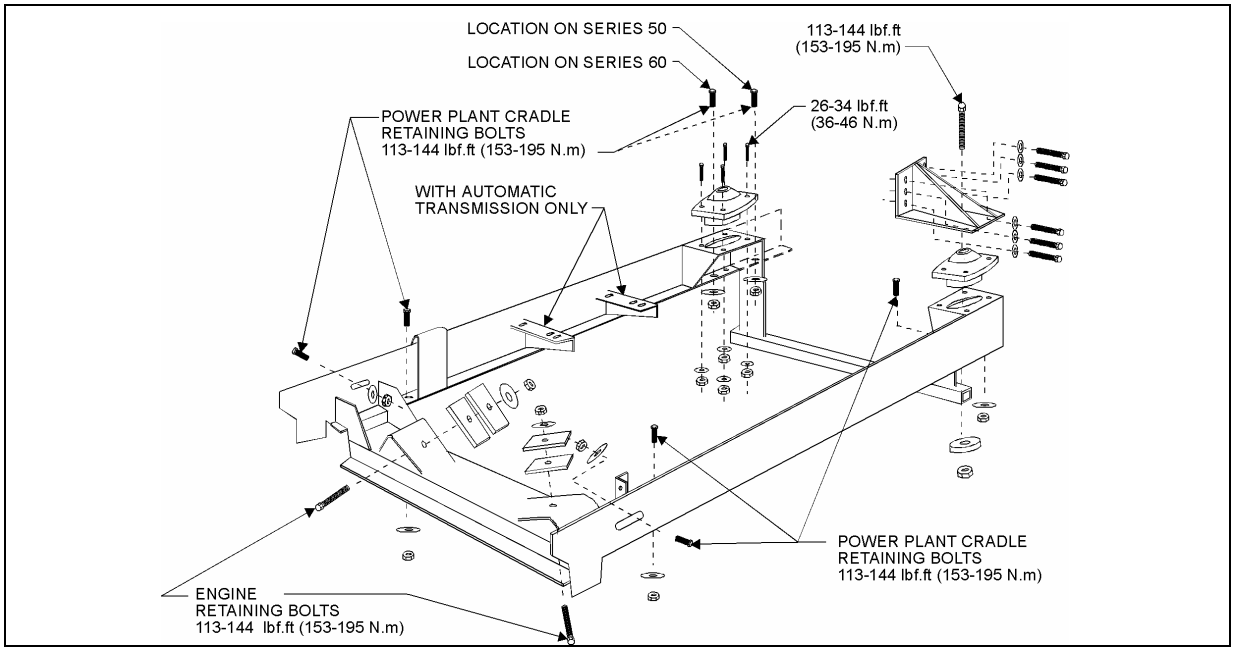

FIGURE 18: POWER PLANT CRADLE INSTALLATION 01032
36. Remove the six retaining bolts, washers and nuts securing the power plant cradle to the vehicle rear subframe (Fig. 18).
Two rubber mounts are used at the front of the engine while two others are mounted on each side of the flywheel housing on vehicles equipped with an automatic transmission (Fig. 18).